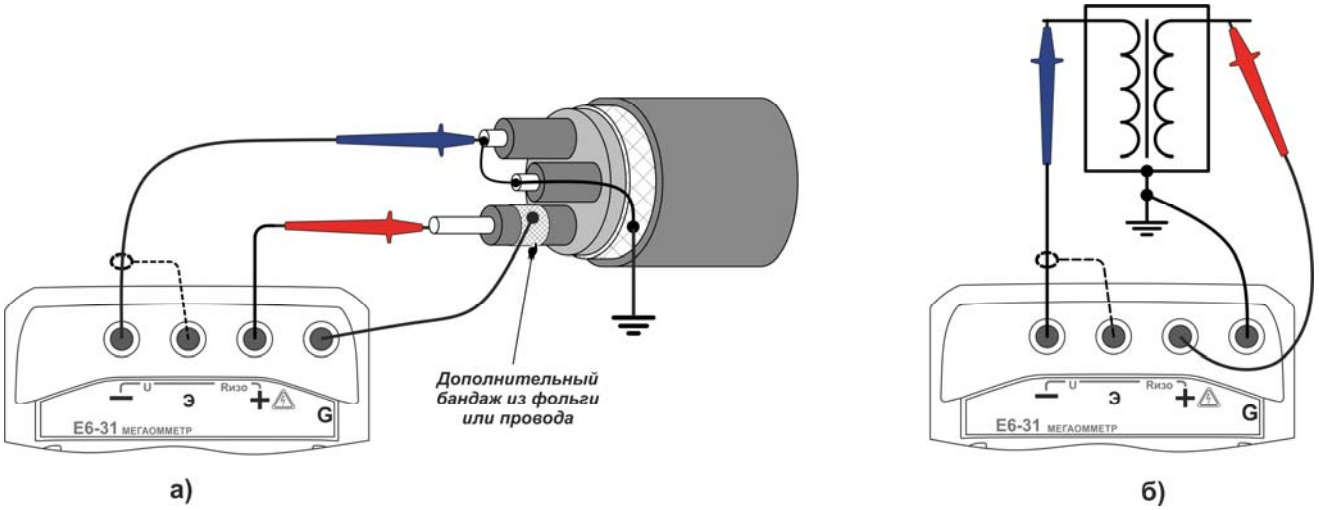

Рисунок 2.12 – Снижение влияния поверхностных токов утечки
– обычно, если один из контактов измеряемого сопротивления заземлен (рисунок 2.12.а), то к нему рекомендуется подключать «-» мегаомметра. Однако, в случае неустойчивых показаний смена полярности подключения может обеспечить более стабильные показания.